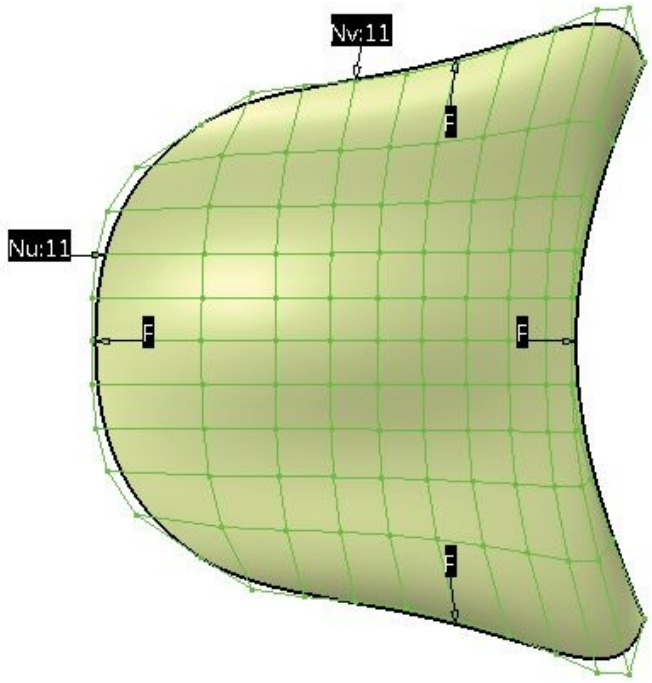

Figure 17-66 *The surface after deformation using the mesh*
3. Select the **Mesh only** option from the **Filters** area of the **Control Points** dialog box and deform the surface, as shown in Figure 17-66.